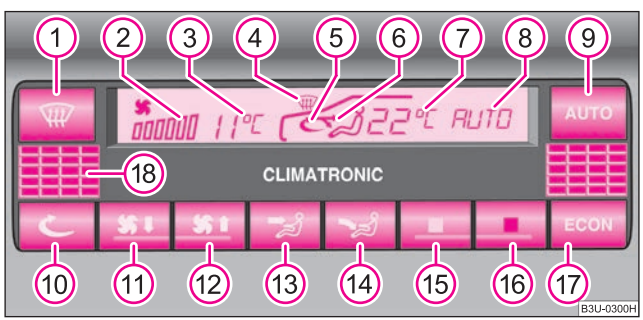

Fig. 110 Climatronic: Control elements
First of all press and hold the button ECON ⇒ page 114, fig. 110 and then press the button AUTO. The temperature measuring unit appears in the display. ▶
– Press the button (15) or (16) ⇒ page 114, fig. 110 and continue pressing until the desired temperature is set.
The number of dashes in the display (2) ⇒ page 114, fig. 110 indicates the blower stage.